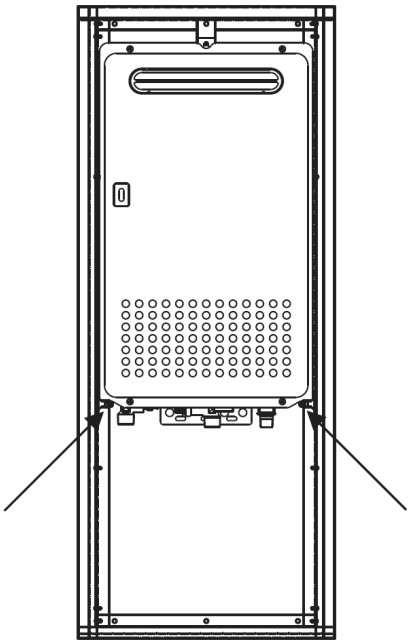

Fig. 4 Location of lower mounting bracket
- Finally, install the 2 remaining mounting screws in the lower recess box brackets and tighten all 3 screws to secure the heater (see Fig. 4).